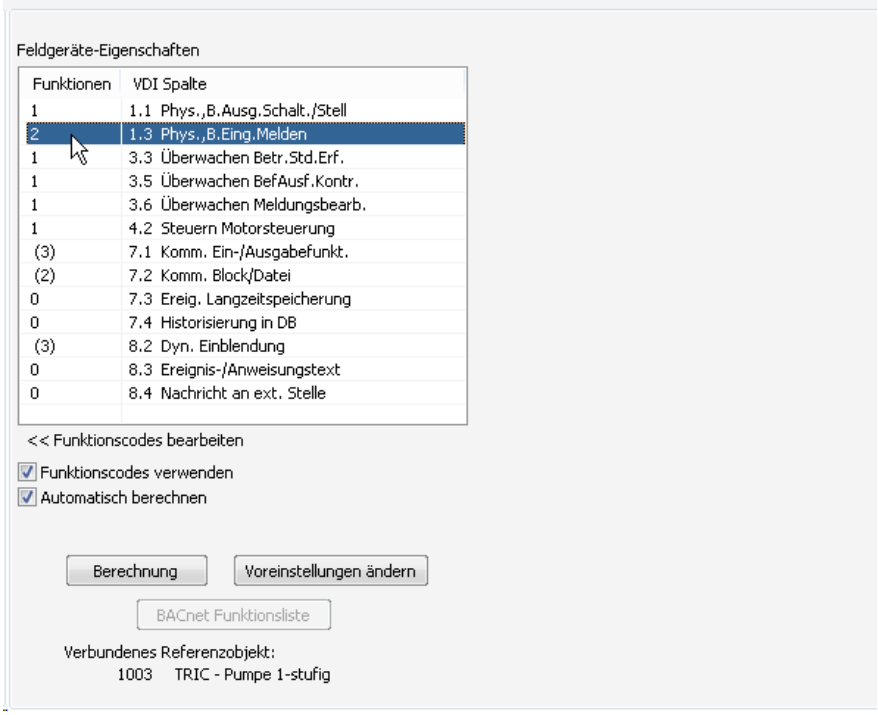

Bild 31.2 – Bearbeiten der Funktionscodes
- Bearbeiten Sie die Pumpe *M02* durch einen Doppelklick. Wechseln Sie zur Rubrik *Funktionsliste* und führen Sie einen weiteren Doppelklick auf die Zelle *(Funktionen, 1.3)* aus (Abb. 31.2).